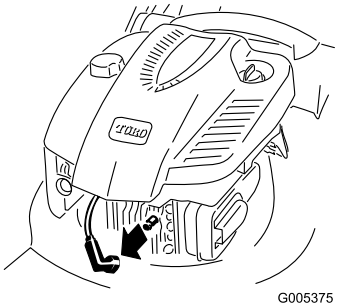

**Figur 21**
2. Kobl tændrørskablet fra tændrøret (Figur 21), før du udfører nogen form for vedligeholdelsesarbejde.